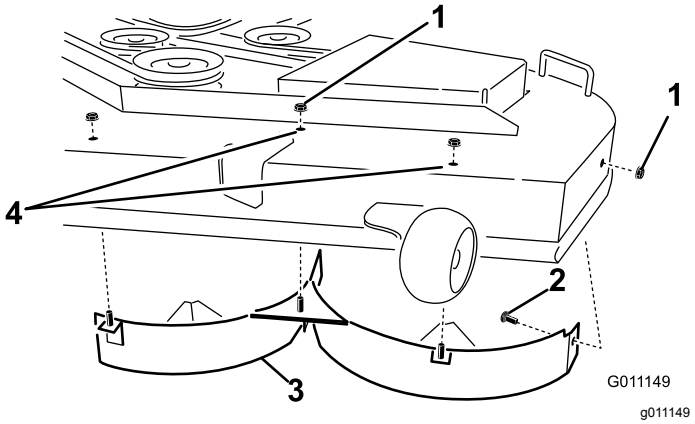

Figur 16
4. Ta bort de tre låsmuttrarna (5/16 tum) som sitter på den vänstra skärmens svetsade tappar ovanpå klippdäcket i mitten, till vänster om mitten och till vänster (Figur 16).
5. Ta bort den vagnsskruv och låsmutter på klippdäckets sida som fäster den vänstra skärmen vid däcket (Figur 16).
6. Ta bort den vänstra skärmen från klippdäcket (Figur 16).
7. Leta reda på de två skruvarna bland de lösa delarna och använd de befintliga låsmuttrarna och montera dessa fästelement ovanpå klippdäcket i hålen som visas i Figur 16, för att förhindra att skräp slungas omkring.